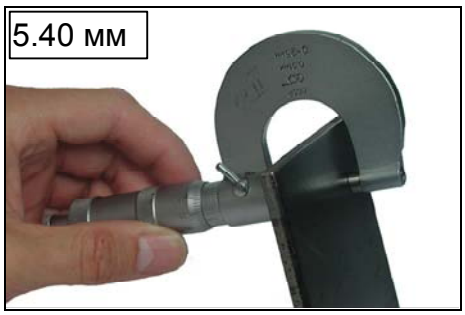

Рисунок 8
– Измерить толщину образца (рисунок 8).